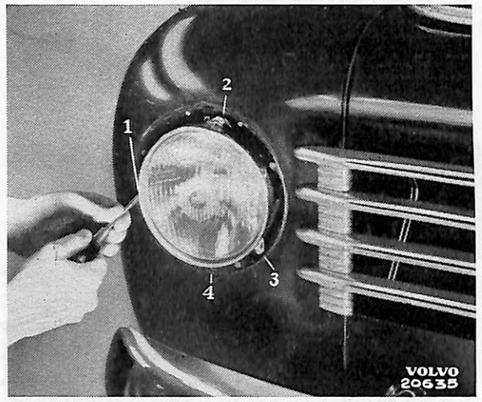

Bild 13. Demontering av strålkastarinsats.
2. Lossa skruvarna (1—3 bild 13) till hållaren (4) för strålkastarinsatsen några varv. Vrid hållaren tills hakarna äro fria från skruvarna och lyft ut hållare och insats med lamphållare.